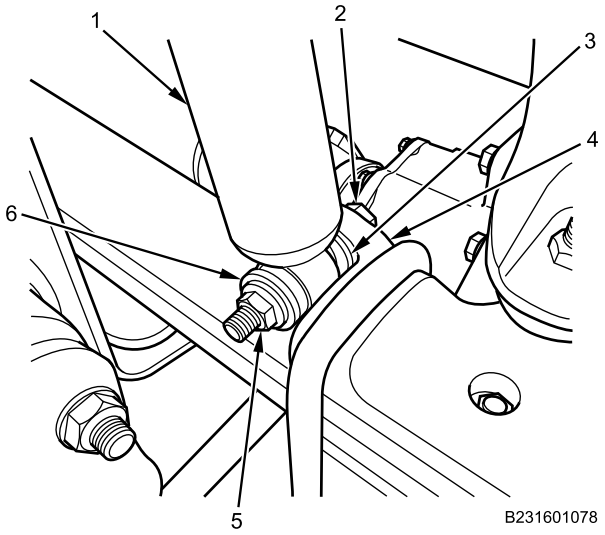

Figure 19. Right Front Shock Absorber on Lower Mount.
11. Apply corrosion preventive compound to lower bolt (Figure 19, Item 2), inner washer (Figure 19, Item 3), outer washer (Figure 19, Item 6), and lower nut (Figure 19, Item 5).
12. Install front shock absorber (Figure 19, Item 1) on lower mount (Figure 19, Item 4) with bolt (Figure 19, Item 2), inner washer (Figure 19, Item 3), outer washer (Figure 19, Item 6), and nut (Figure 19, Item 5).
13. Torque nut (Figure 19, Item 5) to 135-165 lb-ft (183-224 N•m).